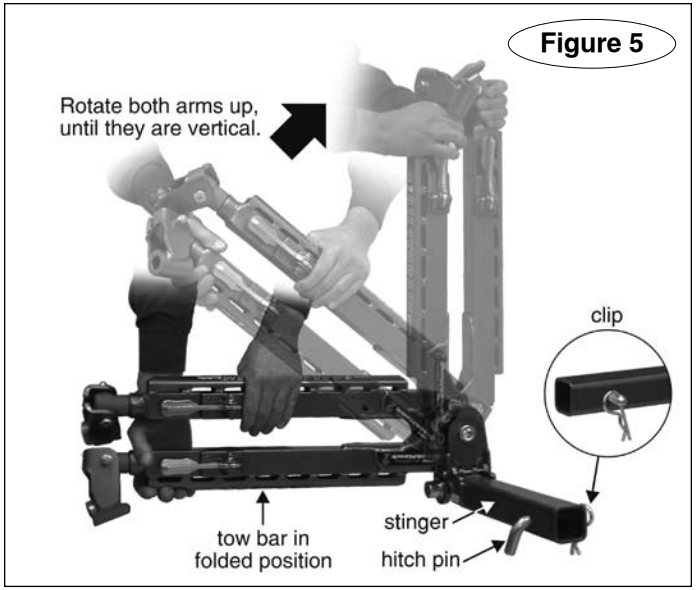

Figure 5
3. With the tow bar in the folded position (Figure 5), insert the stinger into the motorhome hitch receiver, and attach the stinger to the hitch receiver with the hitch pin and clip (Figure 5).
4. Hold both tow bar arms firmly, and rotate them up, so that they are vertical, as shown in Figure 5.